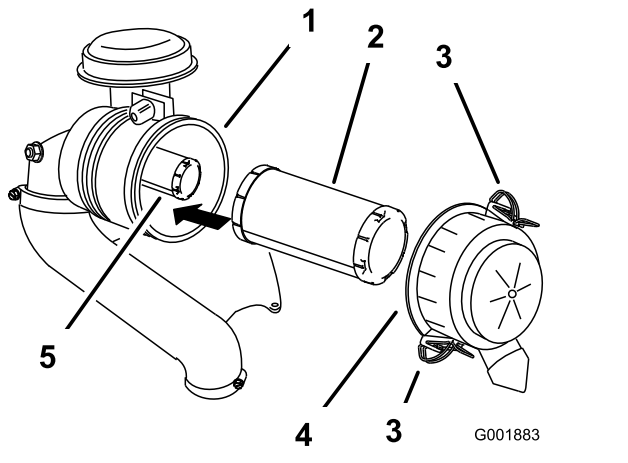

Figuur 41
3. Maak de sluitingen op het luchtfilter los en trek het luchtfilterdeksel van de luchtfilterbehuizing (Figuur 41).
5. Schuif het voorfilter voorzichtig uit de luchtfilterbehuizing (Figuur 41).
2. Als u het binnenste filter vervangt, schuif het dan voorzichtig in de filterbehuizing (Figuur 41).
3. Schuif het voorfilter op het veiligheidsfilter (Figuur 41).
4. Plaats het luchtfilterdeksel en maak de sluitingen vast (Figuur 41).